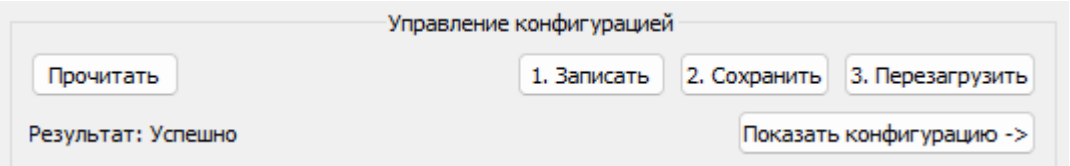

Рис. 27 Результат выполнения операции по записи конфигурации
- Нажмите кнопку «1. Записать». В поле «Результат:» появится надпись: «Успешно» (Рис. 27). Начиная с этого момента, конфигурация загружена во временную память оборудования, но ещё не сохранена в энергонезависимой памяти. Если оборудование будет перезагружено, то загруженная конфигурация сбросится;
Нажатие на кнопку «Прочитать» (Рис. 27), расположенную в секции «Управление конфигурацией» вида «Конфигурация», приводит к чтению конфигурации из ЭО4.